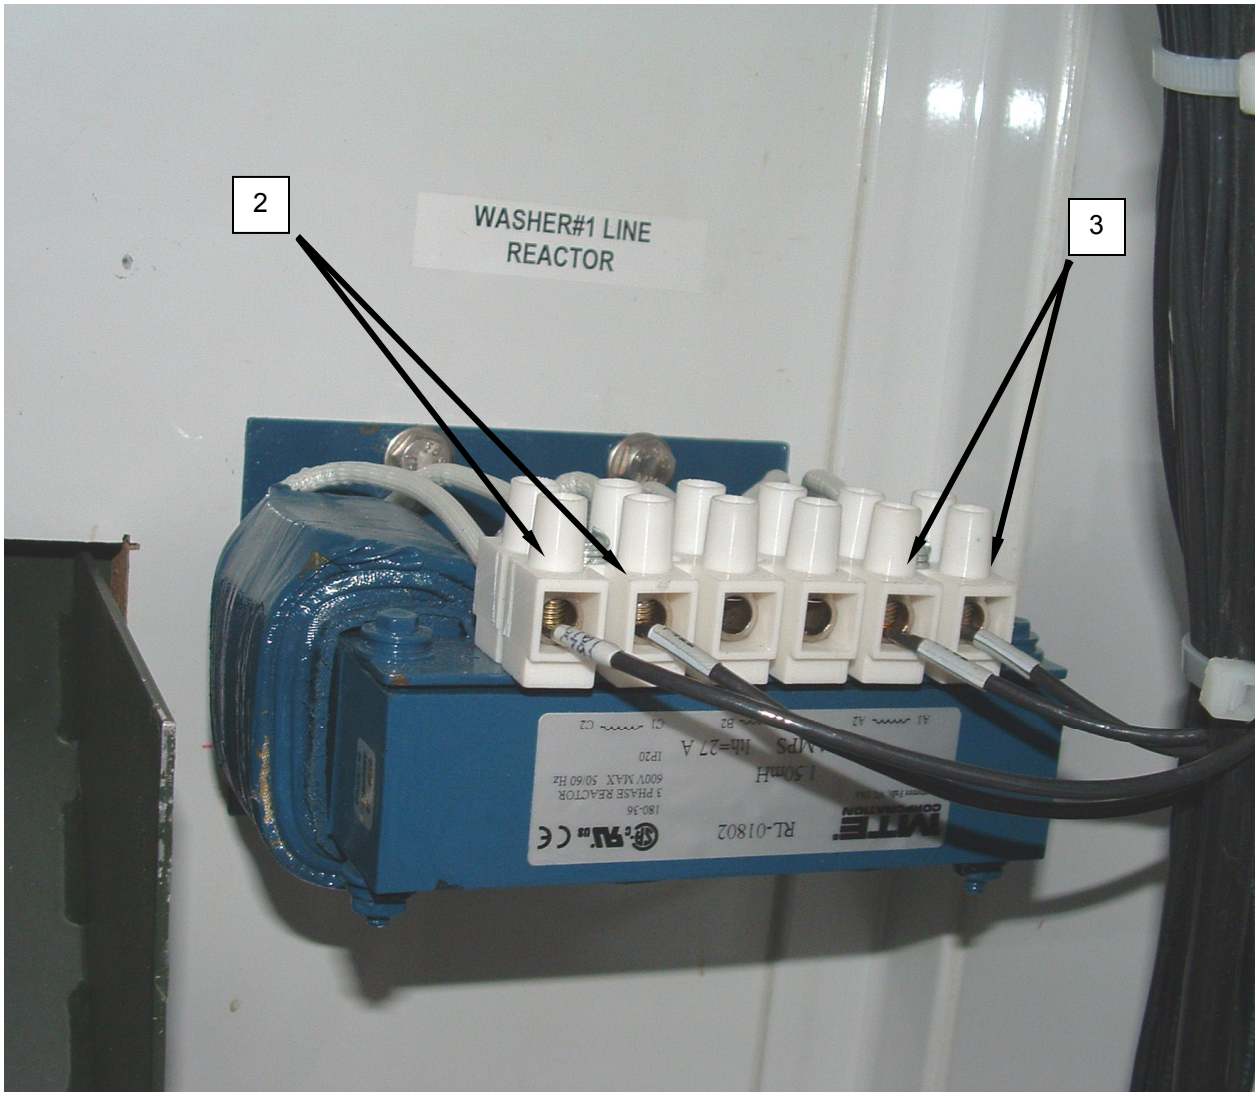

Figure 2. Test the Line Reactors.
4. Use a voltmeter to test for 208 VAC at reactor output terminals **(Figure 2, Item 2)**.
5. Use a voltmeter to check for 208 VAC at reactor input terminals **(Figure 2, Item 3)**.
8. Use an ohmmeter to test for a short to ground from both the reactor output terminals **(Figure 2, Item 2)** and the reactor input terminals **(Figure 2, Item 3)**.